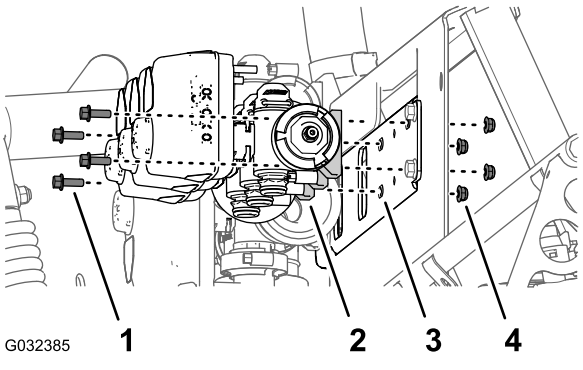

Figur 60
1. Ta bort de två flänsskruvar (1/4 x 3/4 tum) och två låsmuttrar (1/4 tum) som fäster den högra sprutrampssektionsventilen på grenrörsfästet (Figur 60).
2. Ta bort de två flänsskruvar (1/4 x 3/4 tum) och två låsmuttrar (1/4 tum) som fäster den vänstra sprutrampssektionsventilen på grenrörsfästet (Figur 60).
3. Ta bort sprutrampssektionsventilerna från grenrörsfästet och lägg ventilerna åt sidan (Figur 60).